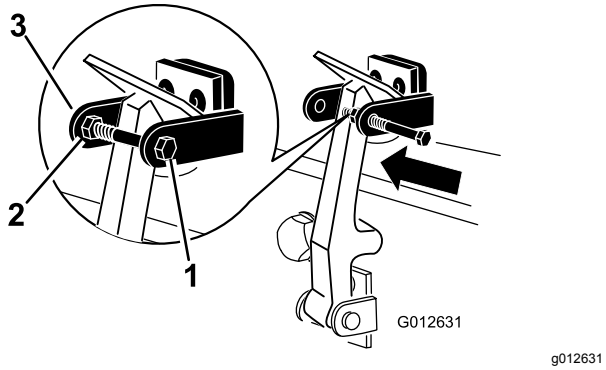

Figuur 6
7. Schroef de bout in de andere arm van de vergrendelbeugel om de sluiting te vergrendelen (Figuur 6). Draai de bout vast, maar de moer niet.